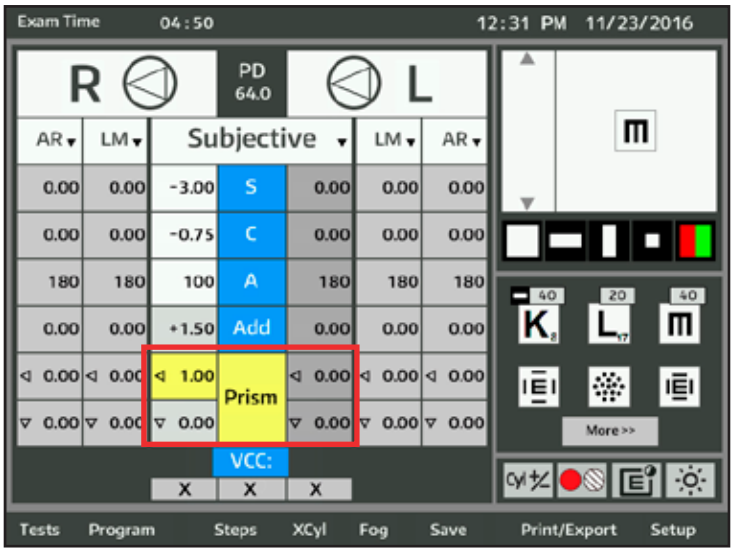

Figure IU-21 Ajuster les valeurs de Prisme
1. Appuyer sur **PRISME** pour commencer le test Prisme. Se reporter à la Figure IU-21.